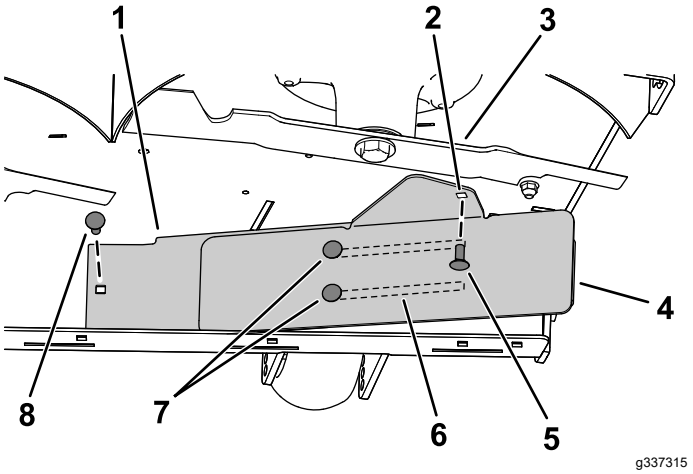

Figure 10
3. Install the left side of the baffle using a carriage bolt (5/16 x 3/4 inch) and flange nut (5/16 inch) as shown in Figure 10.
4. Loosen the 2 carriage bolts (5/16 x 3/4 inch) in the baffle slots, and slide the baffle until the hole aligns with the hole in the mower deck (Figure 10).
5. Install baffle as shown in Figure 10.
6. Tighten the 2 carriage bolts (5/16 x 3/4 inch) in the baffle slots (Figure 10).